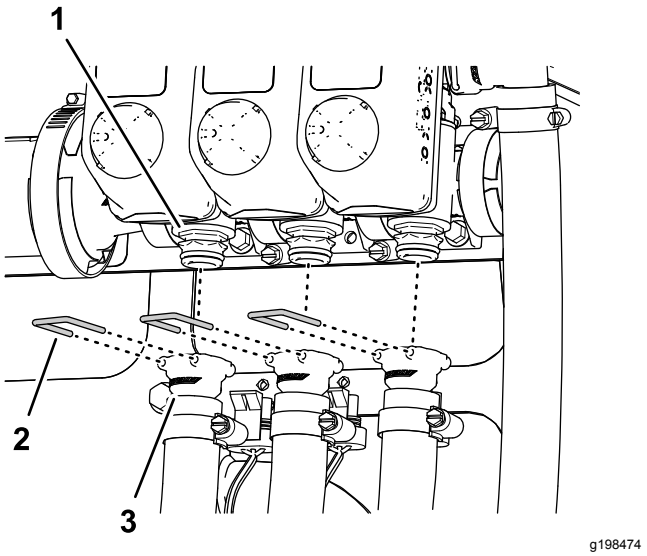

Figur 35
6. Fjern holderne som fester hurtigkoblingene på den venstre, midtre og høyre forsyningsslangen til hurtigkoblingene på sprederseksjonsventilene (Figur 35).
7. Fjern forsyningsslangene for venstre, midtre og høyre seksjon fra hurtigkoblingene på sprederseksjonsventilene, og fjern slangene fra maskinen (Figur 35).